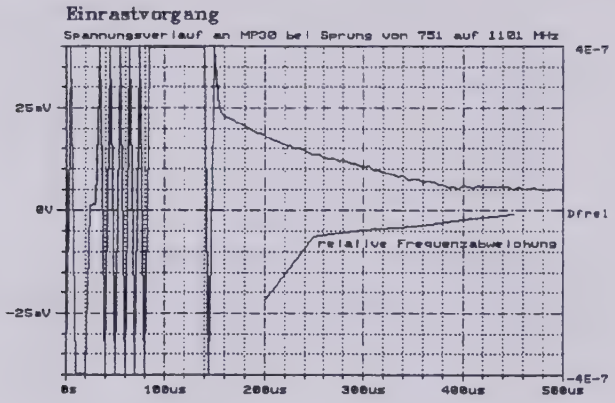

Abb.2
▶ Die Spannungsänderung am Ausgang des Phasendetektors darf sich 300 bis 400 us nach Baugruppenstrobe nur noch um maximal 10mV ändern. Es ergibt sich ein Spannungsverlauf wie in Abbildung 2.